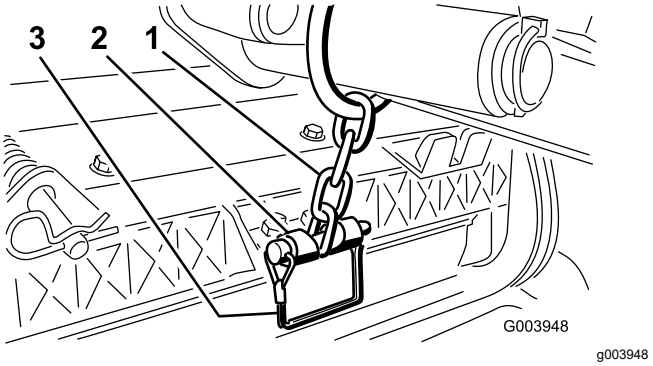

Figur 12
Obs: Använd skåran om du vill kunna styra klippenheten eller hålet om klippenheten ska låsas fast i ett läge (Figur 12).
14. Fäst lyftarmens kedja på kedjefästet med låsstiftet (Figur 12).